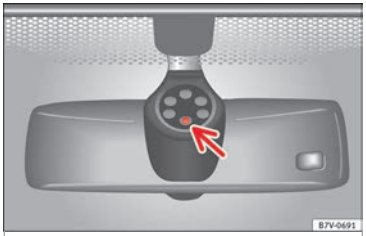

Fig. 68 Rain sensor sensitive surface
Possible causes of faults and mistaken readings *on the sensitive surface* ››› **Fig. 68** of the rain sensor include:
- **Clean the sensitive surface of the rain sensor regularly and check the blades for damage ››› Fig. 68 (arrow).**